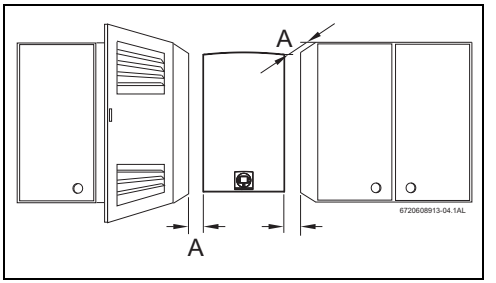

Рис. 21 Минимальные расстояния
- Соблюдайте минимальные монтажные размеры, указанные на (Рис. 21).
- ▶ обеспечьте достаточный доступ для обслуживанияс учетом минимальных расстояний, указанных на Рис. 21 .